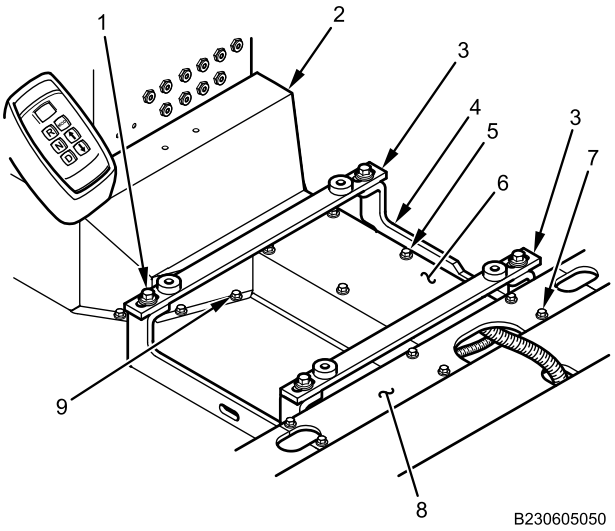

Figure 8. Power Distribution Module (PDM) Harness Electrical Storage Shield and Duct Covers.
6. Install electrical harness storage duct rear center cover (Figure 8, Item 8) with six bolts (Figure 8, Item 7). Tighten bolts securely.
7. Install electrical harness storage duct center cover (Figure 8, Item 6) with six bolts (Figure 8, Item 5). Tighten bolts securely.
8. Install two crossbars (Figure 8, Item 3) to center mounting brackets (Figure 8, Item 4) with four bolts (Figure 8, Item 1), lockwashers, and flat washers. Tighten bolts securely.
9. Install PDM harness electrical storage shield (Figure 8, Item 2) with eight bolts (Figure 8, Item 9). Tighten bolts securely.